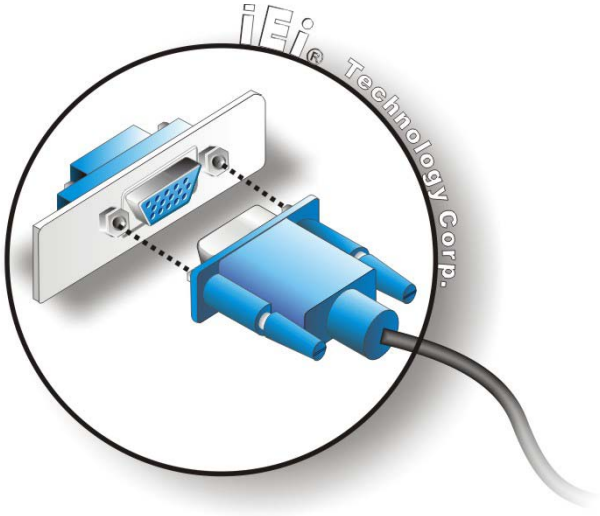

Figure 3-24: VGA Connector
Step 3: **Insert the VGA connector**. Once the connectors are properly aligned with, insert the male connector from the VGA screen cable into the female connector on the TANK-760. See **Figure 3-24**.